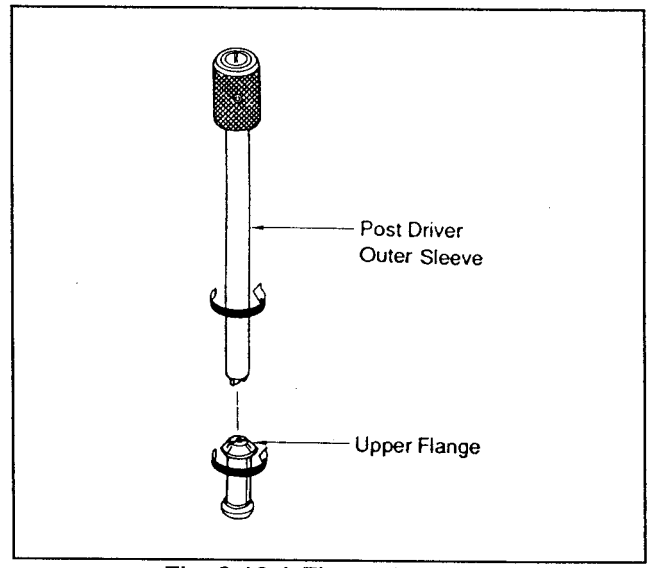

Fig. 6-10-1 Flange Removal
2. Only turn the upper flange counterclockwise and remove the upper flange of the post. (using post driver outer sleeve) Do not loose the hex screw when the upper flange is removed as shown in figure 6-10-1.